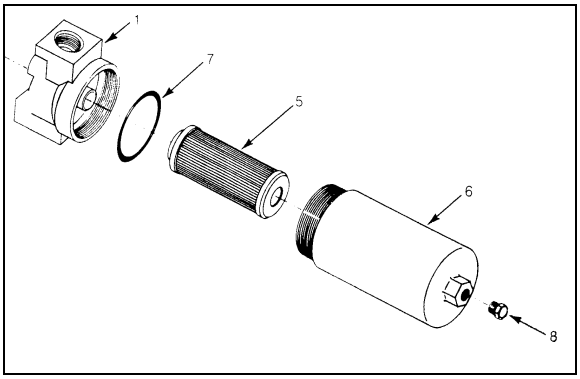

FIGURE 49: WATER FILTER 22057
3. Rotate bowl (6) counterclockwise and remove.
4. Remove element (5) from housing. Discard all disposable elements. These elements are not cleanable (Fig. 49).